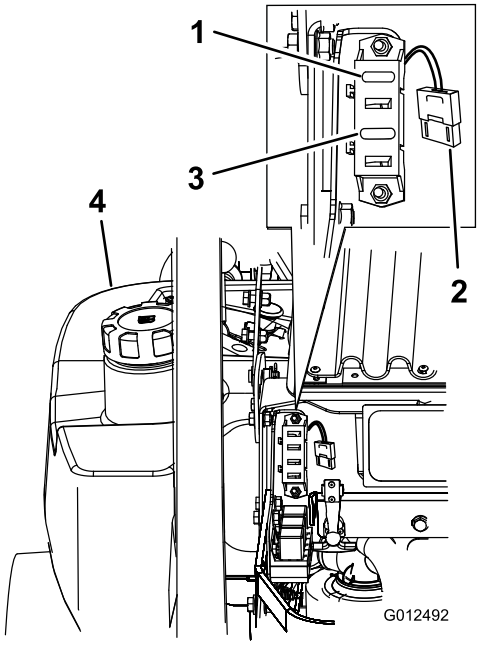

**Figur 59**
1. Lossa motorkåpan och fäll upp den för att få åtkomst till säkringshållaren (Figur 59).
3. Sätt i en ny säkring (Figur 59).